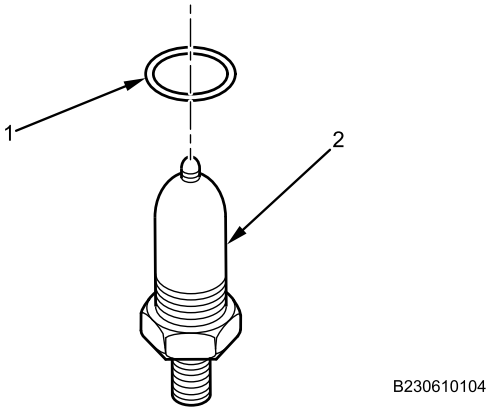

Figure 2. O-Ring Removal.
5. Remove and discard O-ring (Figure 2, Item 1) from water sensor probe (Figure 2, Item 2).